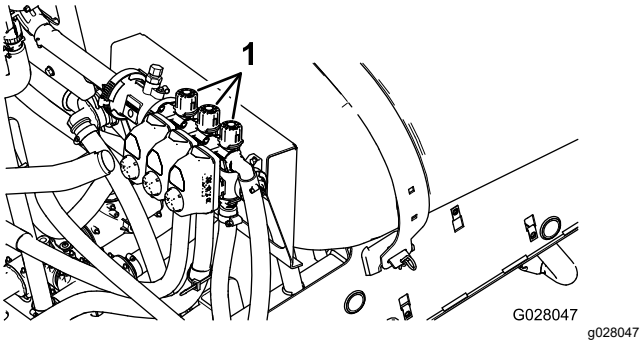

Figure 22
2. Coupez la section gauche et tournez le bouton de dérivation de section (Figure 22) jusqu'à ce que la pression indiquée corresponde à celle réglée précédemment (généralement 2,75 bar ou 40 psi).
4. Tournez le bouton de dérivation de la section droite (Figure 22) jusqu'à ce que la pression indiquée corresponde à celle réglée précédemment (généralement 2,75 bar ou 40 psi).
6. Tournez le bouton de dérivation de la section centrale (Figure 22) jusqu'à ce que la pression indiquée corresponde à celle réglée précédemment (généralement 2,75 bar ou 40 psi).